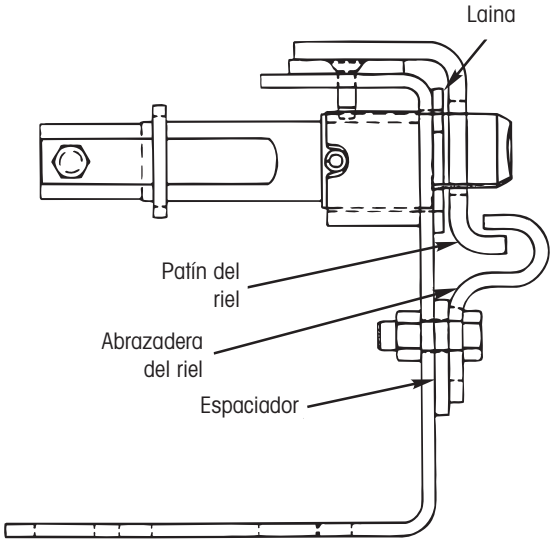

Figura 77. Instalación correcta de la abrazadera del riel
8. Coloque las abrazaderas del riel encima de los patines del riel (Figura 77) y apriete la tornillería de las abrazaderas de los rieles al valor de torque recomendado en el Apéndice.